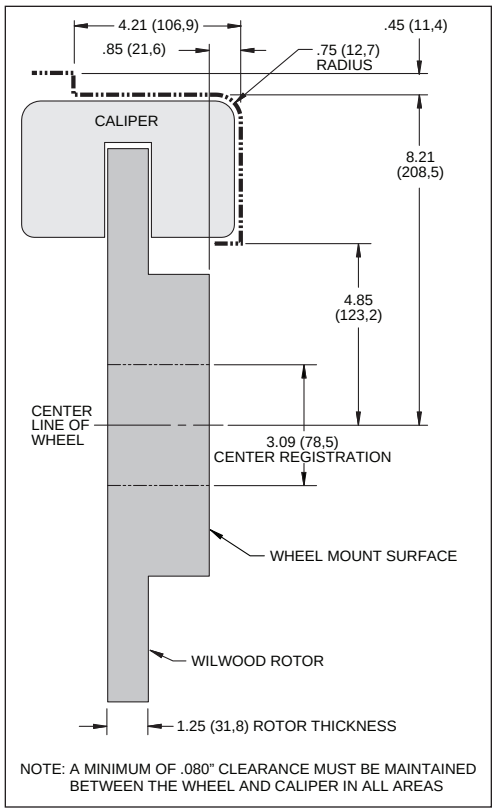

Figure 2. Wheel Clearance Diagram
- **Review the wheel clearance diagram (figure 2, page 3) to verify that there is adequate clearance with the wheels you will be using with the installation.**
•Verify your wheel clearance using Figure 2.